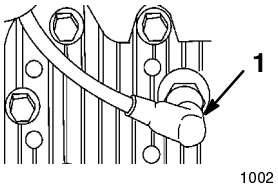

**Figure 28**
2. Disconnect the wire from the spark plug (Fig. 28).
2. Remove the spark plug (Fig. 28).
3. Remove the spark plug (Fig. 28) and spin the engine rapidly using the starter to blow the excess oil from the cylinder.